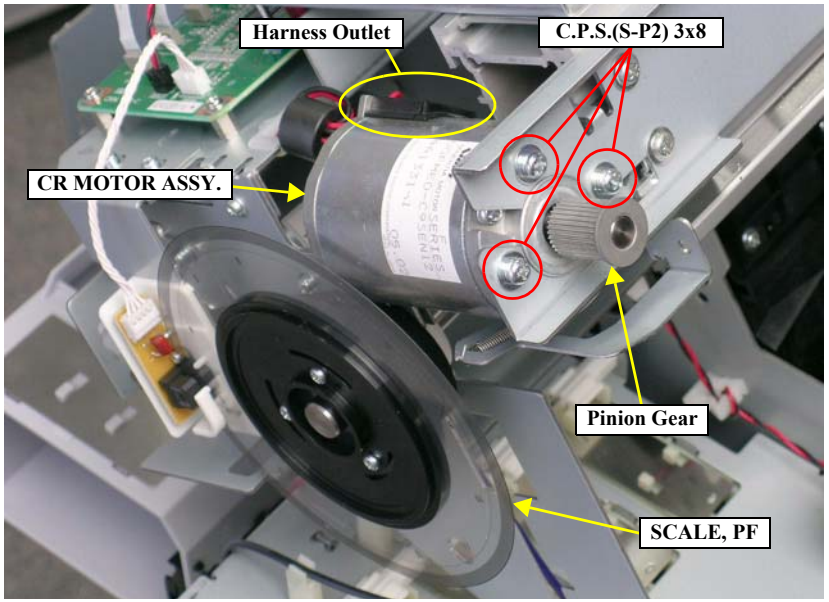

Figure 4-59. Removing the CR MOTOR ASSY.
- **Exercise care to avoid deforming or damaging the SCALE, PF. *See Figure 4-59.***
4. Remove the three screws that secure the CR MOTOR ASSY. and remove it. *See Figure 4-59.*
- **Reinstall the CR MOTOR ASSY. so that the harness outlet of the assy. faces up. *See Figure 4-59.***